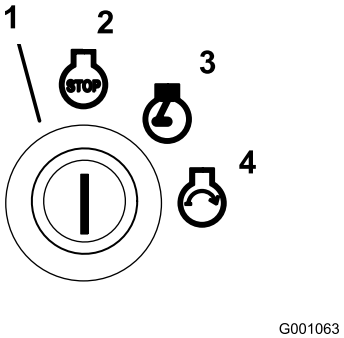

Rysunek 14
6. Obróć kluczyk zapłonu w prawo do położenia pracy (Rysunek 14).
9. Obróć kluczyk do położenia uruchamiania. Kontrolka świecy żarowej zapali się ponownie. Kiedy silnik się uruchomi, należy zwolnić kluczyk (Rysunek 14).
2. Obróć kluczyk zapłonu w prawo do położenia pracy (Rysunek 14).
4. Przekręć kluczyk zapłonu do położenia wyłączenia (Rysunek 14). Zanim opuścisz stanowisko operatora, zaczekaj, aż wszystkie części ruchome zatrzymają się.